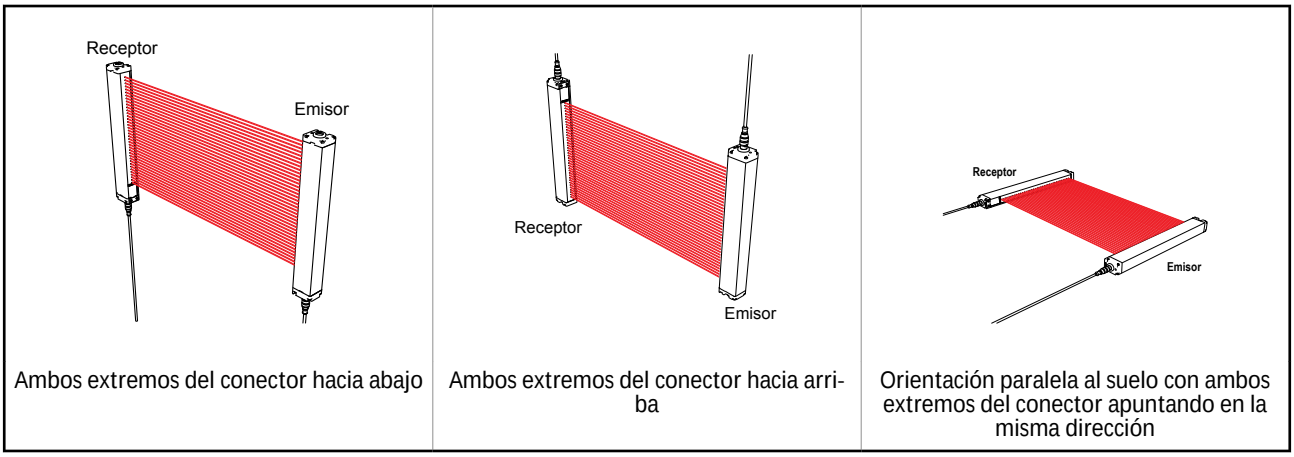

Imagen 12: Ejemplos de Correcta Orientación de Emisor/Receptor
Importante: Los extremos del conector de ambos sensores deben apuntar en la misma dirección (vea *Imagen 12* página 20). Montar los soportes de forma suelta en la superficie deseada utilizando los tornillos y tuercas M5 suministrados, o el hardware suministrado por el usuario. Los soportes pueden colocarse de cara hacia adentro o hacia afuera, según se desee.
3. Coloque el emisor y el receptor en sus soportes, como se muestra en *Imagen 12* página 20. Fije ligeramente la placa de soporte frontal al soporte, en cada extremo.
Importante: Los extremos del conector de ambos sensores deben apuntar en la misma dirección (vea *Imagen 12* página 20).